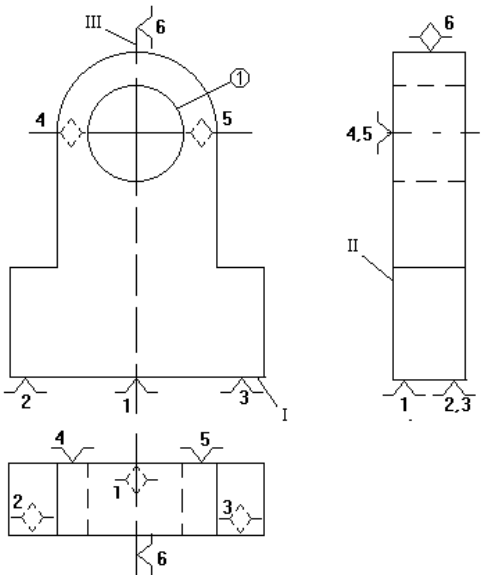

Рис. 9. Теоретическая схема базирования заготовки
Таким образом, задача решается при использовании комплекта из трех баз: явных установочной (I) и направляющей (II) и скрытой опорной (III). На рис. 9 приведена теоретическая схема базирования к рассматриваемому случаю обработки заготовки.